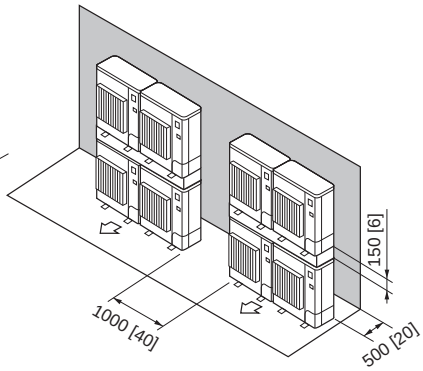

Fig. 2-18
7. Disposición de unidad apilada (Fig. 2-18)